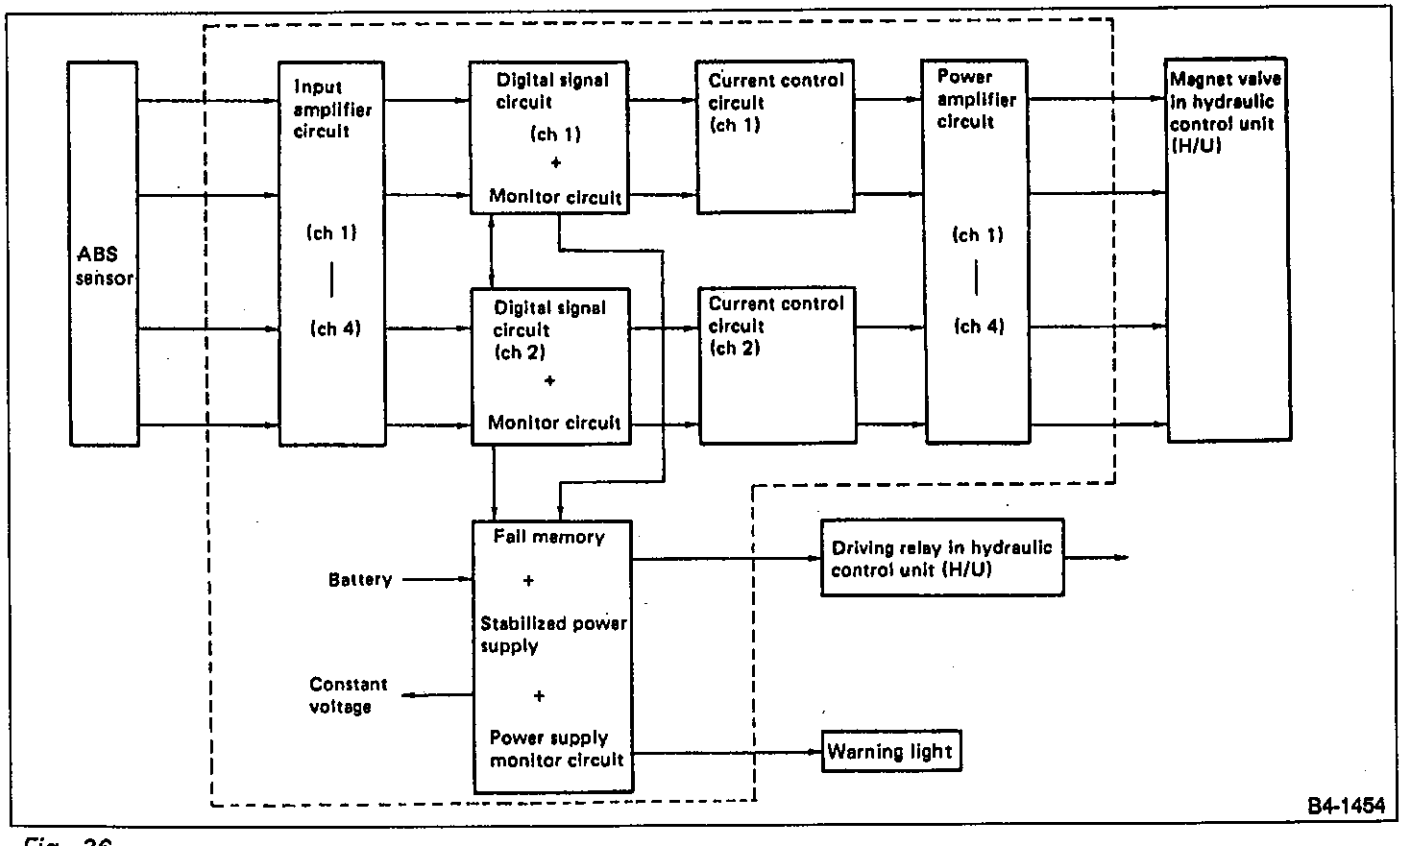

Fig. 36
2) Figure 36 shows a block diagram of the electronic circuits. When the ABS sensor sends an alternating voltage corresponding with the wheel speed to the input amplifier circuit, the signal voltage is converted into a rectangular wave which is sent to the digital signal generating circuit. (This circuit receives two channels of signal at a time.)